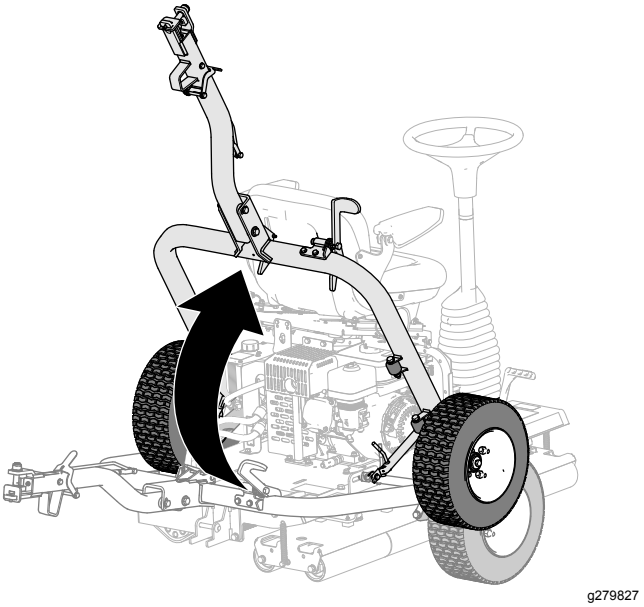

Rysunek 22
5. Unieść hak (Rysunek 22) tak, aby dźwignia haka została zablokowana przez zapadkę boczną (Rysunek 17).